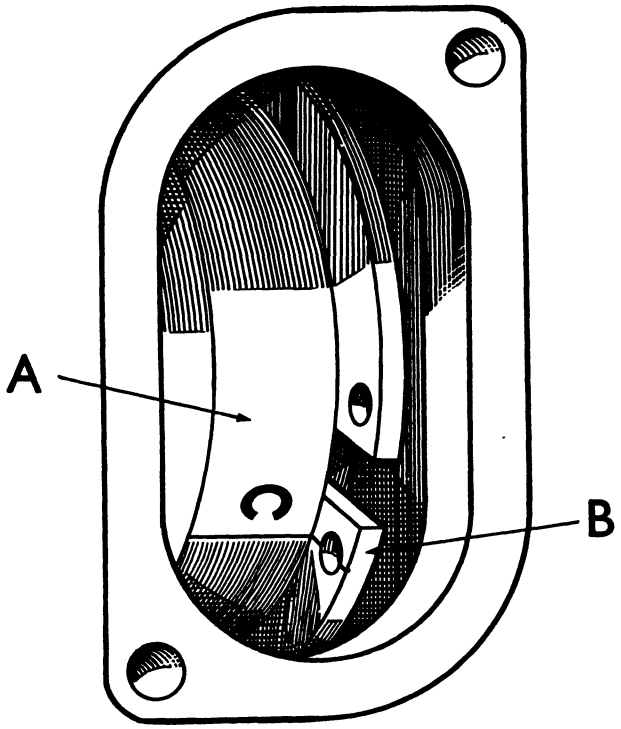

Figure 15. SETTING THE INJECTION PUMP
3. Remove side cover plate and move circlip round until one edge of it lines up with "C" mark on the rotor. (See Fig. 15). This can easily be done with a screwdriver.